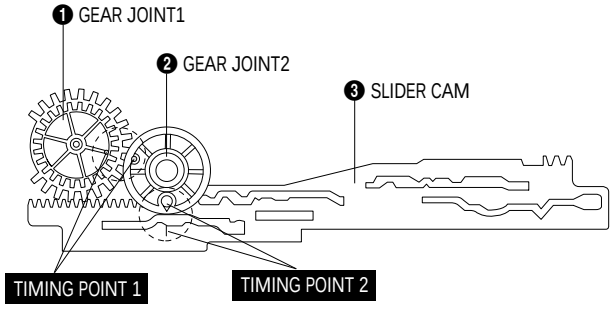

Fig. 1-12 Gear Joint 1,2 Assembly
1) Be sure to align dot mark of Gear Joint 1 ❶ with dot mark of Gear Joint 2 ❷ as shown Fig 1-12. (Refer to Timing point1)
2) Confirm the Timing Point 2 of the Gear Joint 2 ❷ and Slider Cam ❸.